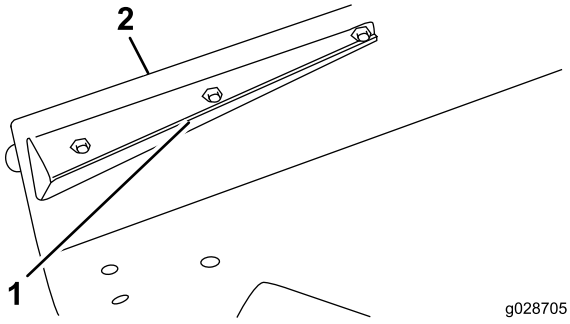

**Figura 8**
2. Monte el extremo del deflector delantero en la carcasa con un tornillo de caperuza (5/16-18 x 7/8 pulg.) y una contratuerca (Figura 8)
3. Alinee el deflector con el borde de la carcasa y úselo como plantilla para marcar y perforar los 2 taladros restantes de 3/8 pulgadas de diámetro en la carcasa (Figura 8).
4. Sujete el deflector a la carcasa con 2 tornillos de caperuza (5/16-18 x 5/8 pulg.) y 2 contratuercas (Figura 8).